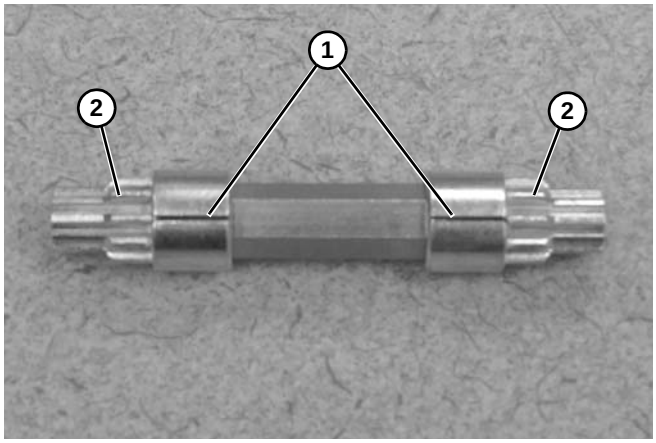

Figure 100
5. Pour réassembler, bien aligner les lignes **(Figure 100, élément 1)** marquées sur les pignons et crémaillère **(Figure 100, élément 2).**